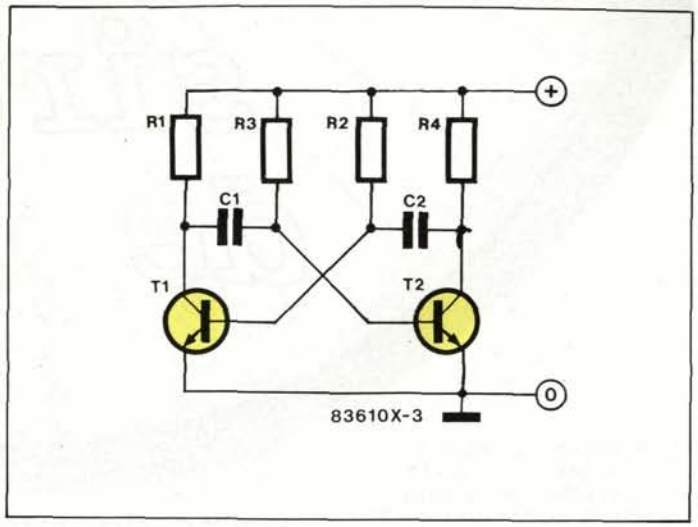

Figure 3 - Schéma du multivibrateur astable.
Figure 3 - On reconnaît les bonnes soudures à leurs pentes légèrement creuses comme celles d'un volcan. Les mauvaises soudures forment un boudin à la base de la broche, ce qui indique qu'il n'y a pas de bonne prise entre l'étain et le matériau de la broche. Utilisez une grosse loupe pour vérifier vos soudures.
■ Une bonne soudure à l'aspect du col et du goulot d'une bouteille. On peut aussi la comparer au sommet évasé d'une quille. Cet aspect est un détail important: lorsque l'étain forme un boudin aux bords arrondis, cela indique que son adhérence est mauvaise; dans la plupart des cas, le contact est incertain, voire inexistant et l'on parle de «soudure froide» (**figure 3**).
Figure 3 - La disposition des éléments sur la platine Elex. Il est possible d'employer pour le pont redresseur un modèle rond aussi bien qu'un modèle rectangulaire.